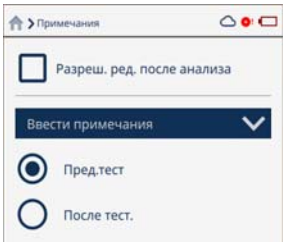

Рис. 2-31 Опции ввода примечаний
2. Нажмите на строку **Ввести примечания** для отображения опций (см. Рис. 2-31 на стр. 41).